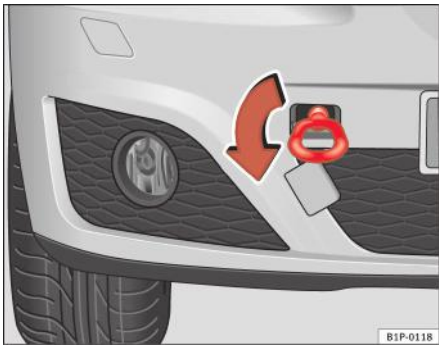
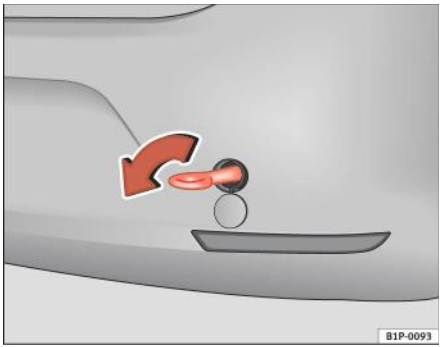

Fig. 181 Secțiunea frontală dreaptă a automobilului: Montarea inelului de remorcare față
Fig. 182 Montarea inelului de remorcare în partea din spate a automobilului
– Înşurubați inelul de remorcare în sensul săgeții *în sens anti-orar* până la limită în orificiul filetat din față ⇒ fig. 181 sau din spate ⇒ fig. 182. ■